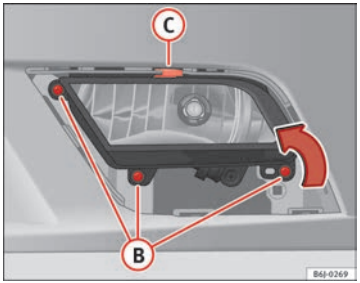

Fig. 159 Fog light
– Remove the bolts (3x) ⇒ Fig. 159 (B) to remove the fog light.
– Remove the metal clip situated on the upper part of the fog light pulling towards the exterior of the vehicle ⇒ Fig. 159 (C). ■